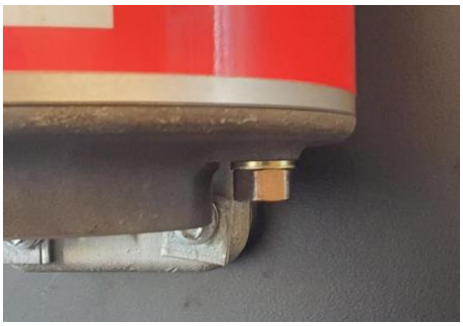

FIG 2 Vent valve
2. Ensure the isolation wheel is open and remove vent valve (FIG 2 - above). If residual pressure is present, use and O ring pick or Allen Key to press the centre of the vent valve in, this will release and residual pressure